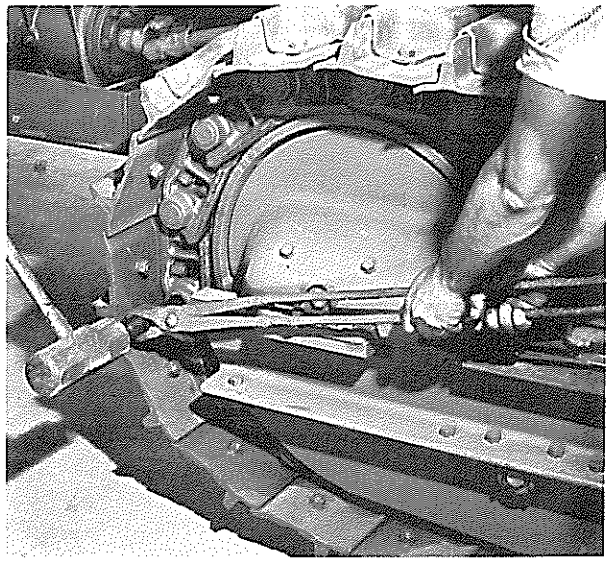

FIG. 2
2. Hold bucking bar against back side of rail boss close to pin and use heavy drift and drive the pin through. Fig. 2.